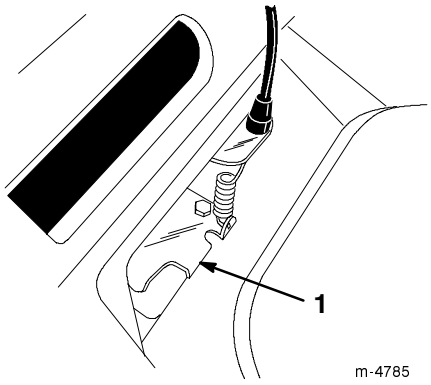

Bild 22
5. Ziehen Sie die Riemenführungsnase so weit nach unten, dass sie den Rasenmäher berührt. Halten Sie sie dann dort fest (Bild 22).